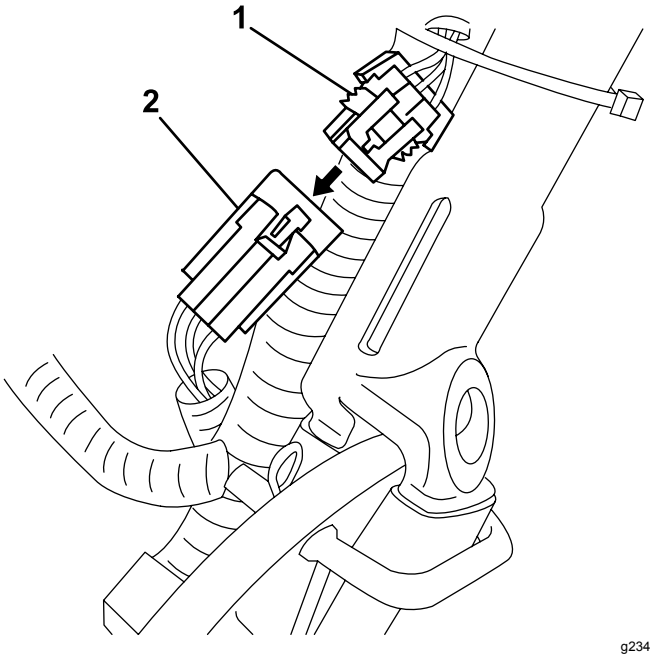

Figuur 10
3. Maak de kleine aansluiting van het pack dat naar de kabelboom van de machine loopt los van de hoofdkabelboom (Figuur 10).